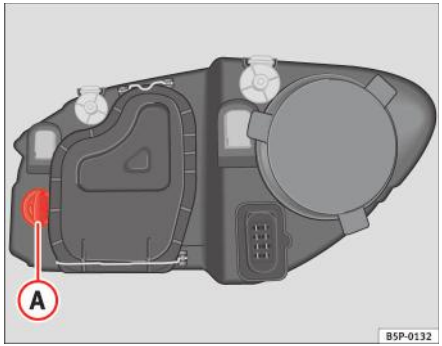

Fig. 163 Semnalizatoarele de direcție
– Rotiți soclul lămpii ⇒ fig. 163 (A) spre stânga şi trageți-l în afară.